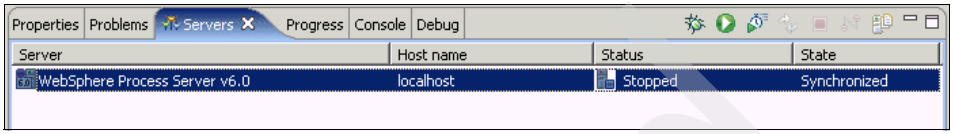

Figure B-28 The Servers page
1. In WebSphere Integration Developer, click the **Servers** page (Figure B-28).